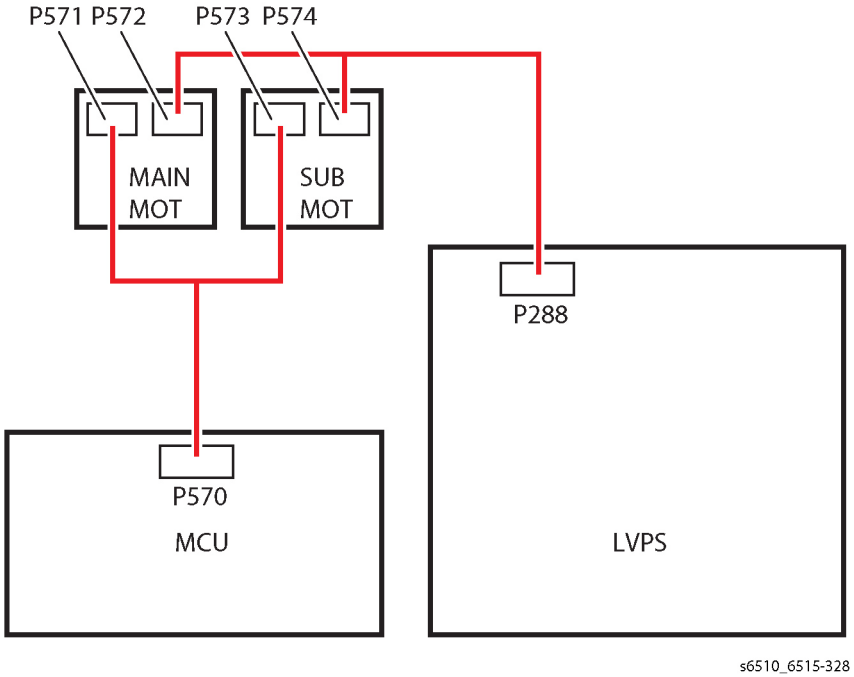

Figure 1
3. Check the continuity between the Sub Motor and the MCU Board, verifying each cable of P/J573-4 pin<=>P/J570-2 pin for continuity. (Refer to Figure 1).